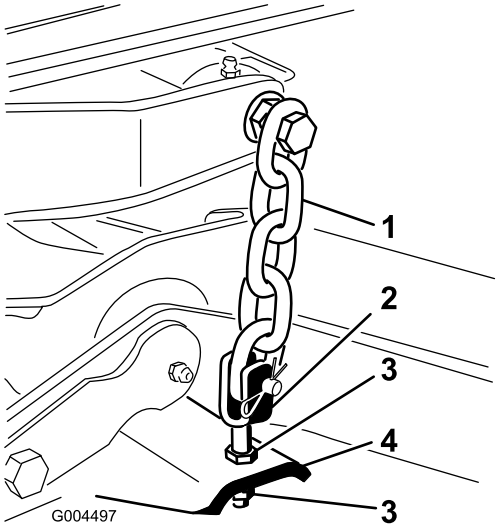

Figur 75
7. Hæv skjoldets bagende ved at justere kontramøtrikkerne, der fastgør de bageste skjoldgafler/-kæder, således at knivhældningen indstilles på 8 mm (Figur 75).